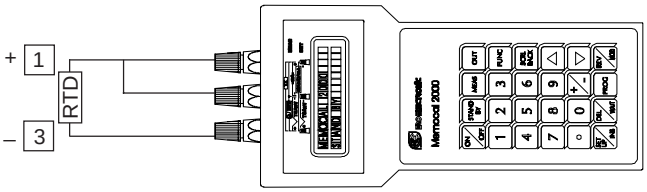

Fig. 3
1) Measure the temperature close to terminals 1 and 3 using a calibrator, for instance, the MEMOCAL (see Fig. 3).